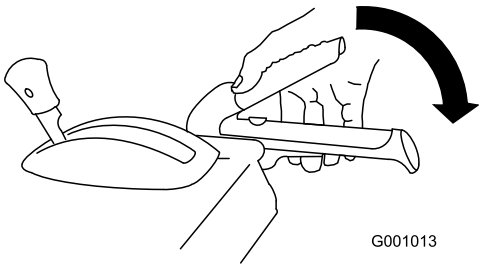

Rysunek 37
1. Aby załączyć napęd śruby śnieżnej/ wirnika, przyciśnij prawą dźwignię (śruba śnieżna/ wirnik) do uchwytu (Rysunek 37).